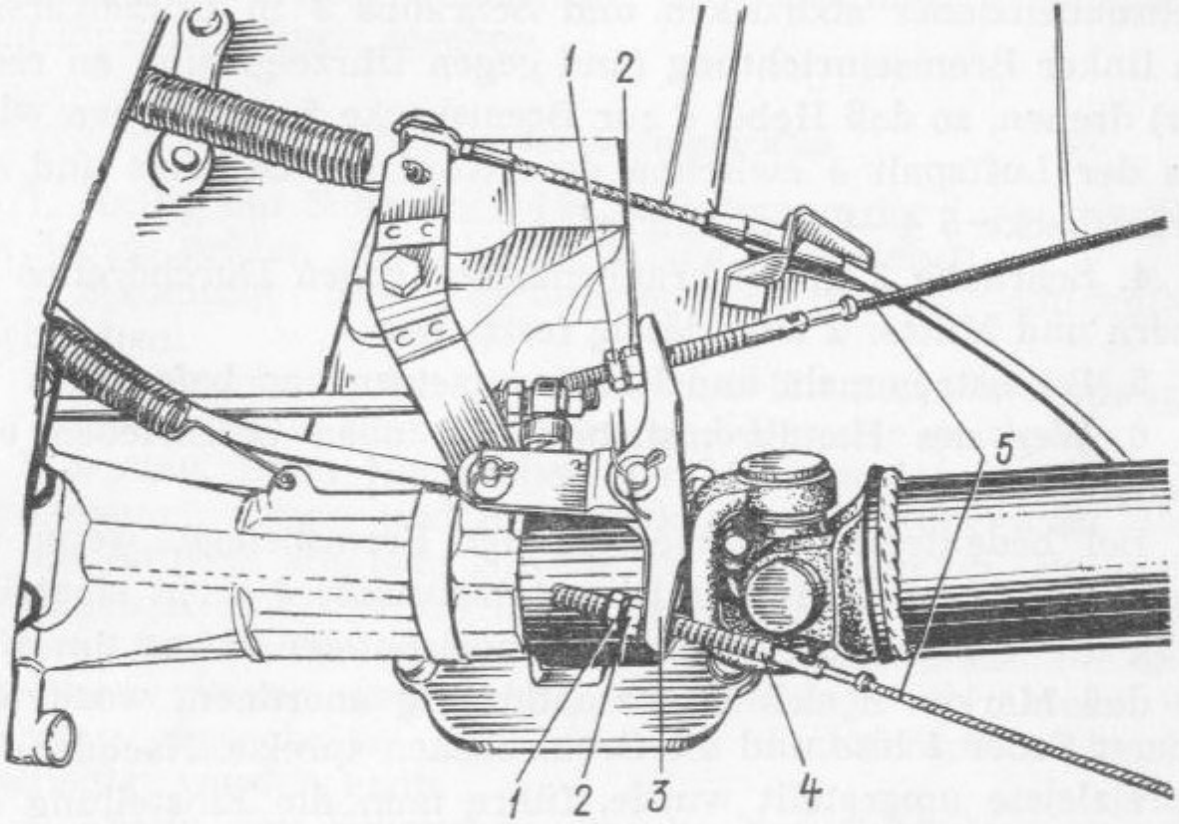

Bild 86. Einstellvorrichtung der Handbremsbetätigung:
Dazu ist der Weg des Handbremshebels vorläufig einzustellen, indem Gegenmutter *1* (Bild 86) gelockert und durch Drehung der Einstellmuttern *2* erzielt wird, daß beim Anziehen des Handbremshebels dieser sich um 6—8 Zähne des Zahnsegments verstellt. Beim Einstellen achte man darauf, daß Ausgleicher *3* der Spannung der Seilzüge sich senkrecht zur Längsachse des Wagens anordnet. Bei befreitem (bis zum Anschlag) Handbremshebel sollen die Hinterräder frei umlaufen.
1. Spannung der hinteren Seilzüge völlig lockern, indem Gegenmuttern *1* (Bild 86) und Einstellmuttern *2* auf die Enden der Endstücke *4* der Seilzüge abgeschraubt werden.